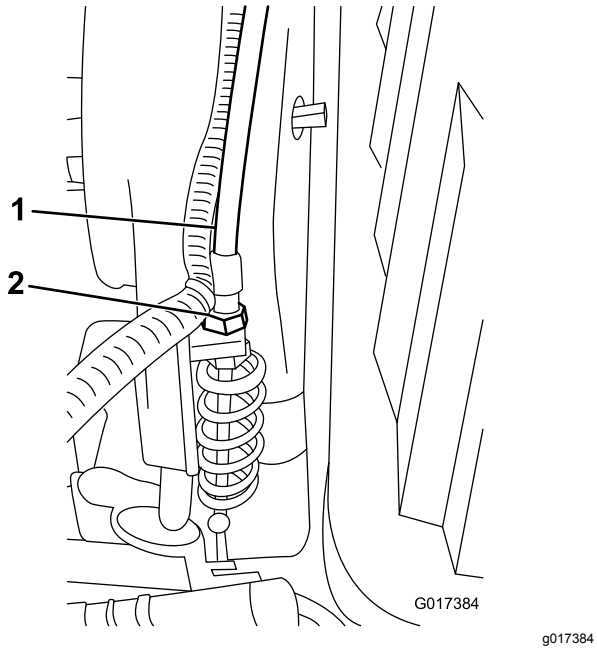

**Rysunek 51**
3. Przy przegrodzie przekładni wyreguluj linkę sterującą wirnikiem (Rysunek 51), aby uzyskać długość sprężyny w zakresie pomiędzy 70,6 a 72,4 mm.